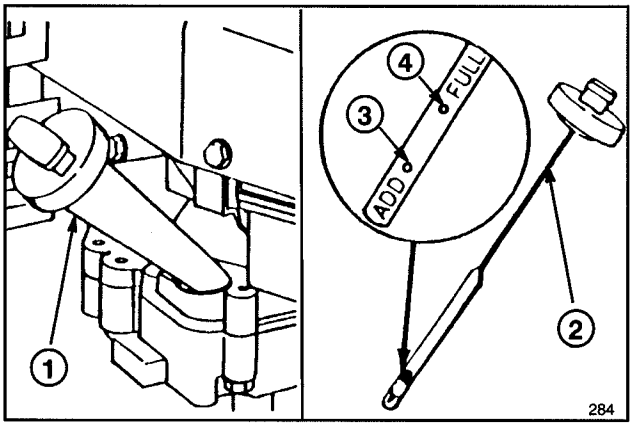

Afbeelding 7
3. Veeg de oliepeilstok af en steek hem weer in het vulgat. Draai de dop een kwartslag naar rechts. Verwijder daarna de oliepeilstok weer en controleer het oliepeil (Afb. 7). **INDIEN HET PEIL TE LAAG IS, OLIE BIJVULLEN TOT AAN DE VULLIJN OP DE OLIEPEILSTOK. VUL NIET BOVEN DE VULLIJN OMDAT DE MOTOR BIJ HET STARTEN ZOU KUNNEN BESCHADIGEN. LANGZAAM BIJVULLEN.**
1. CONTROLEER HET OLIEPEIL—Houd het oliepeil tussen "ADD" en "FULL" zoals op de oliepeilstok is aangegeven (Afb. 7).
2. MAAIEN EN GRASPAKKING—De beste resultaten worden verkregen, wanneer ongeveer 1/3 van de grasspriet wordt afgemaaid. Als het gras lang is, stel dan de maaier tijdens de eerste maaironde in de hoogste stand (E). Maai het gras daarna nog eens op normale maaihoogte. Indien u teveel van het lange gras afmaait, kan de maaier verstopt raken en de motor afslaan.